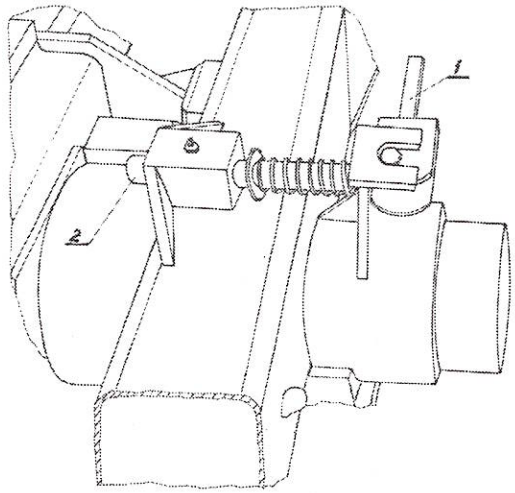

Rys. 13. Blokada transportowa. 1. – dźwignia mimośrodu; 2. – zatrzask.
- w pługach z kołem transportowo-kopiującym sprawdź, czy zatrzask blokady transportowej znajdujący się w przodku pługa (rys.13.) znajduje się w położeniu roboczym (nie zablokuje pługa w położeniu transportowym);
- obrócić o 180° dźwignię mimośrodu blokady (poz.1 Rys.13) znajdującą się na przodku pługa w celu zwolnienia zatrzasku blokady (poz.2 Rys.13);
- pług nieco podnieść i odbezpieczyć zatrzask blokady (2), obracając o 180° dźwignię mimośrodu (poz.1 Rys.13);
- opuść pług nie opierając go całym ciężarem o podłoże. Wrzecionem suwaka (poz.6 – Rys.13) przesuwając ramę względem przodka ustaw szerokość b pierwszego korpusu. (Odległość od ściany wewnętrznej opony od linii płozu pierwszego korpusu);